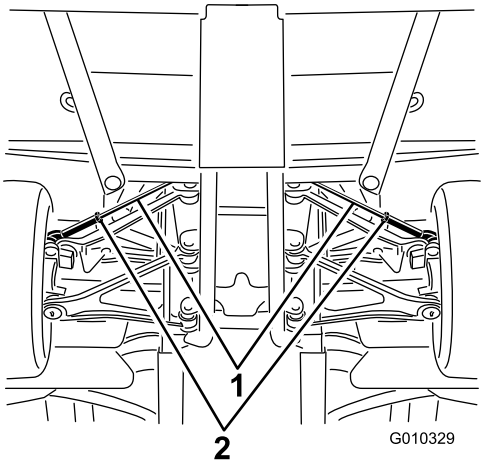

**Figur 56**
A. Løsn kontramøtrikken midt på forbindelsesstangen (Figur 56).